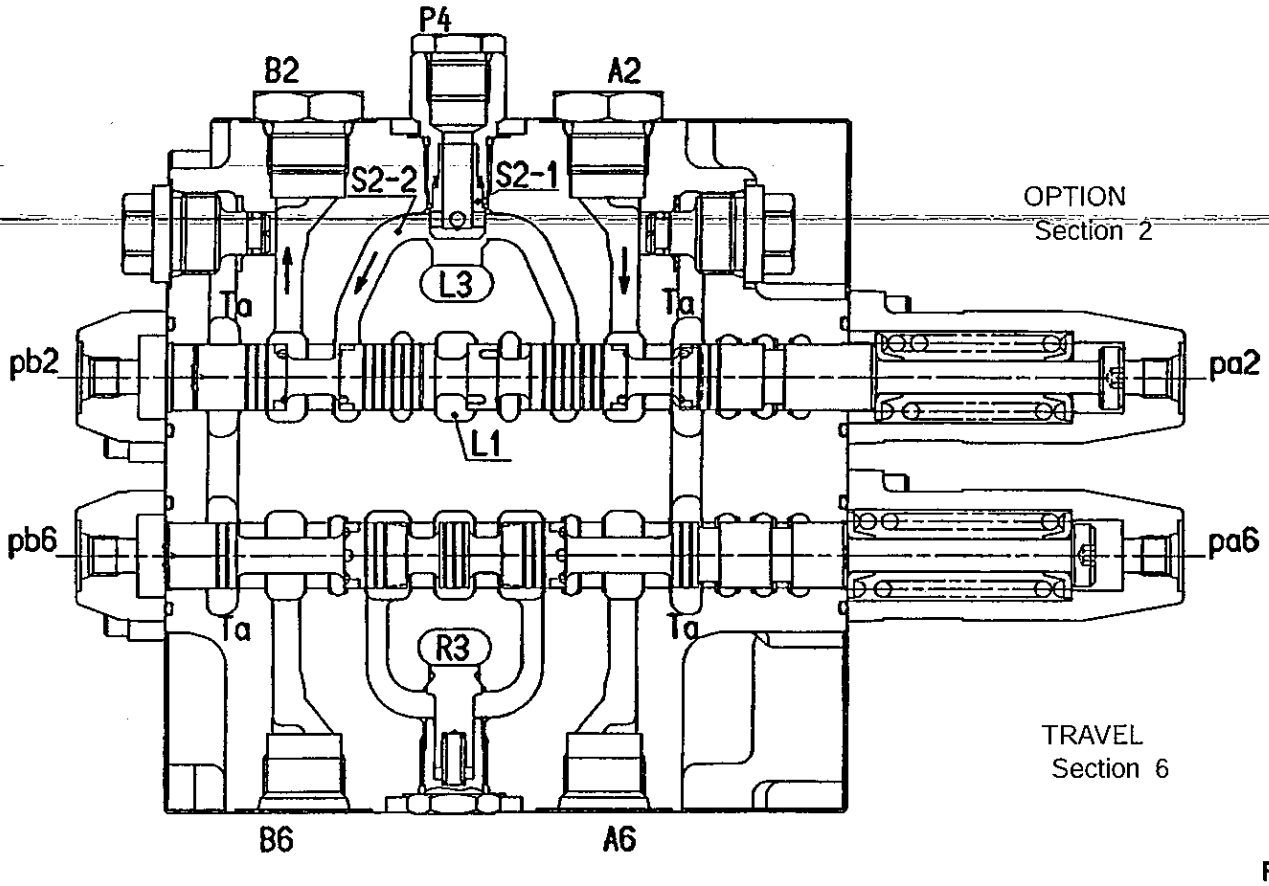
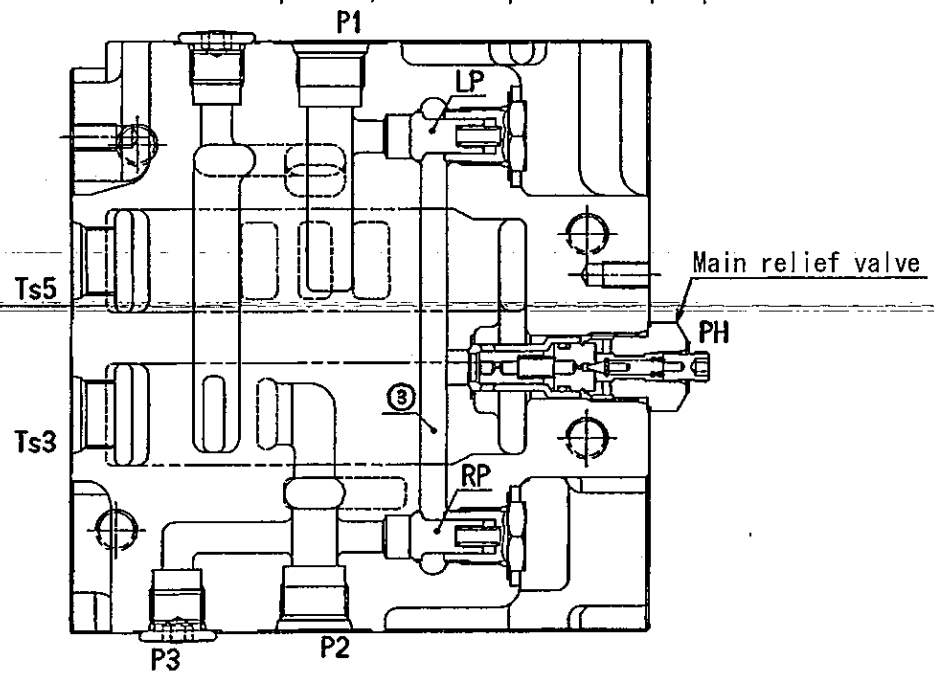

Fig.5
Fig.17
2-2 Extra spool changeover (Fig.5)
When pressurize port pcc and changeover neutral cut spool (R), neutral passage (R1) closes, due to which, flow to nega-con relief valve (Rc1) closes, and pressure of signal ps2 changes. Meanwhile, oil supplied from port P2 runs through P3 (Fig.17) being connected from outside piping, and goes to P4 (Fig.5) through outside fitted check valve. Then it goes through hollow portion of poppet (S2-1) of the extra (Section 2), and joins to passage (S2-2).
(1) Machine body main relief valve (Fig.17)